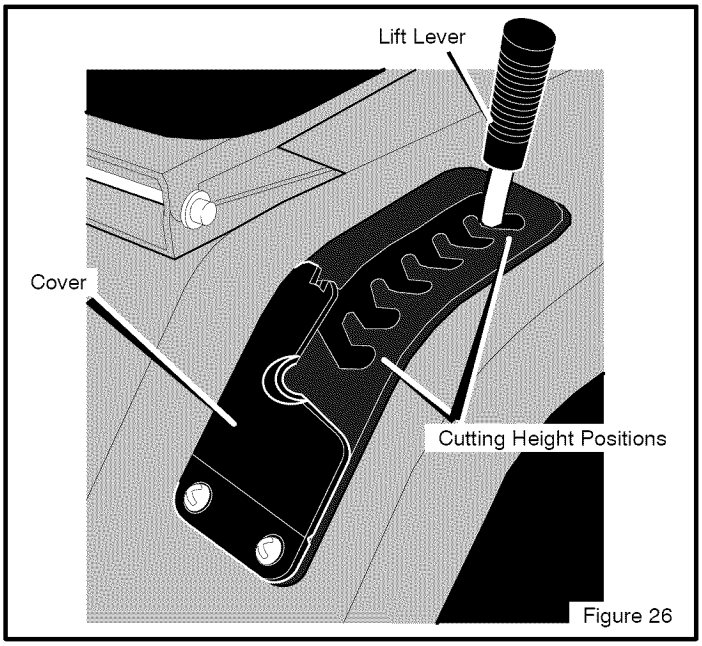

Figure 26
8. Raise the **lift lever** from the LEVEL ADJUSTMENT position to a CUTTING HEIGHT position (Figure 26).